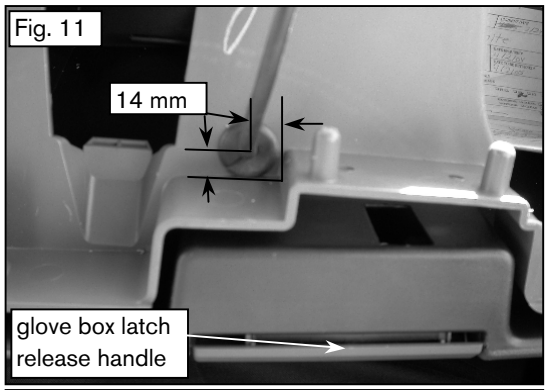

Fig. 11
(1) Using a 1/8" bit, drill a pilot hole in the upper part of the glove box 14mm +/-1mm (0.55in) from both front and right walls of the box. Then use an 11/16" drill bit to open up the hole. Fig. 11
(2) Mark the iPod cable 762mm +/- 25mm (30in +/- 1in) from the iPod connector (rectangular connector). Start routing iPod cable from inside of glove box with DIN connector end (round connector). Route out of glove box through the drilled hole. Place split grommet over wire and feed into drilled hole in glove box. A PGF stick or other plastic prying tool may be helpful. Fig. 11